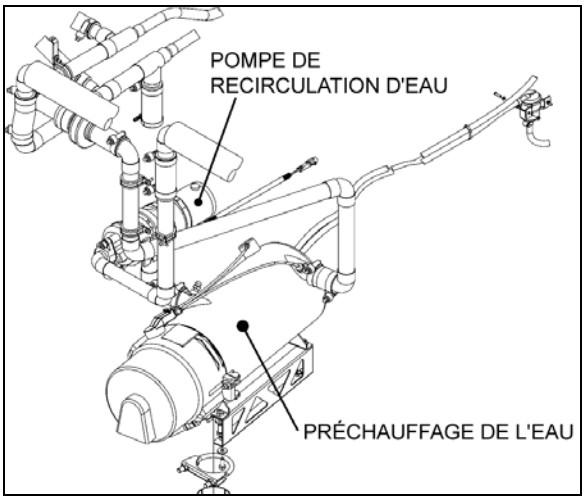

FIGURE 56 : EMPLACEMENT DE LA POMPE DE CIRCULATION – SYSTÈME DE CVC CENTRAL DES SÉRIES X3 22331
- Séries X3 – Compartiment du préchauffeur de liquide de refroidissement (Figure 56)